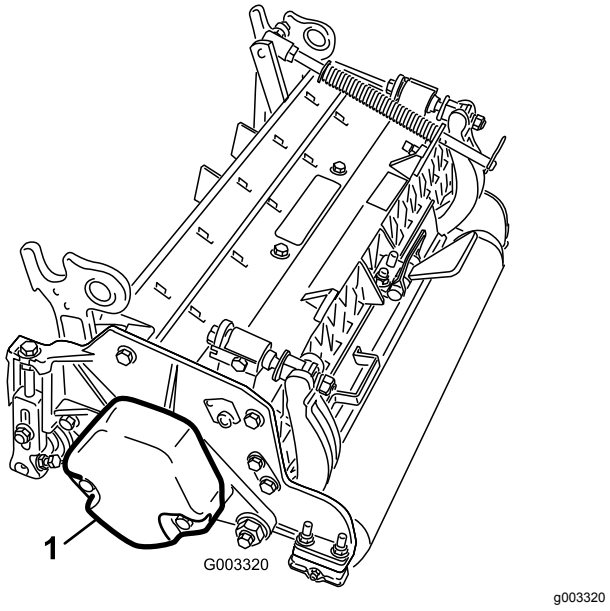

Figur 4
4. Kontroller at motvekten (Figur 4) er montert i den riktige enden av klippeenheten, som det er beskrevet i *brukerhåndboken* for klippeenhetene.